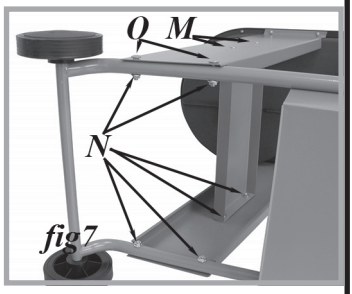

fig7
5. **ATTACHEZ LES TIGES DE** support vertical à la base avec les boulons de carrosserie long (O) et les écrous (N) (fig 7).